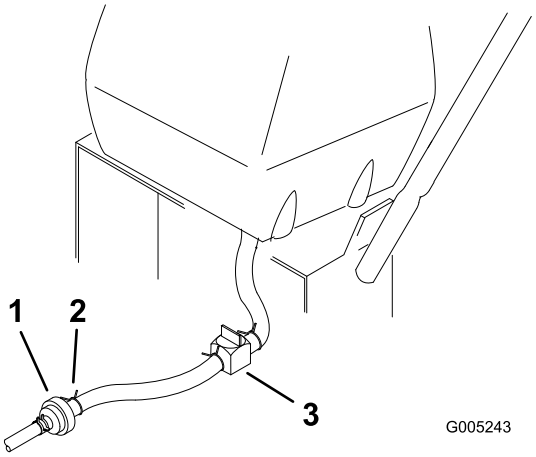

Figura 35
3. Cierre la válvula de cierre de combustible del depósito de combustible (Figura 35).
4. Apriete los extremos de la abrazadera y deslícela por el tubo alejándola del filtro (Figura 35).
5. Retire el tubo de combustible del filtro (Figura 35).
7. Abra la válvula de cierre de combustible del depósito de combustible (Figura 35).